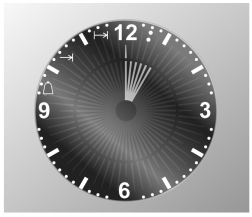

Fig. 4
- agire sui tasti + / - per impostare la **durata di cottura**, ad ogni pressione del tasto + si aggiungerà **un minuto** di cottura ed ogni **dodici minuti** si illuminerà **un segmento interno** (**Fig. 4**). Dopo **7 secondi** il programma di cottura parte e si accende il simbolo ⊢→|.
- agire sui tasti + / - per impostare la **durata di cottura**, ad ogni pressione del tasto + si aggiungerà **un minuto** di cottura ed ogni **dodici minuti** si illuminerà **un segmento interno** (**Fig. 4**);